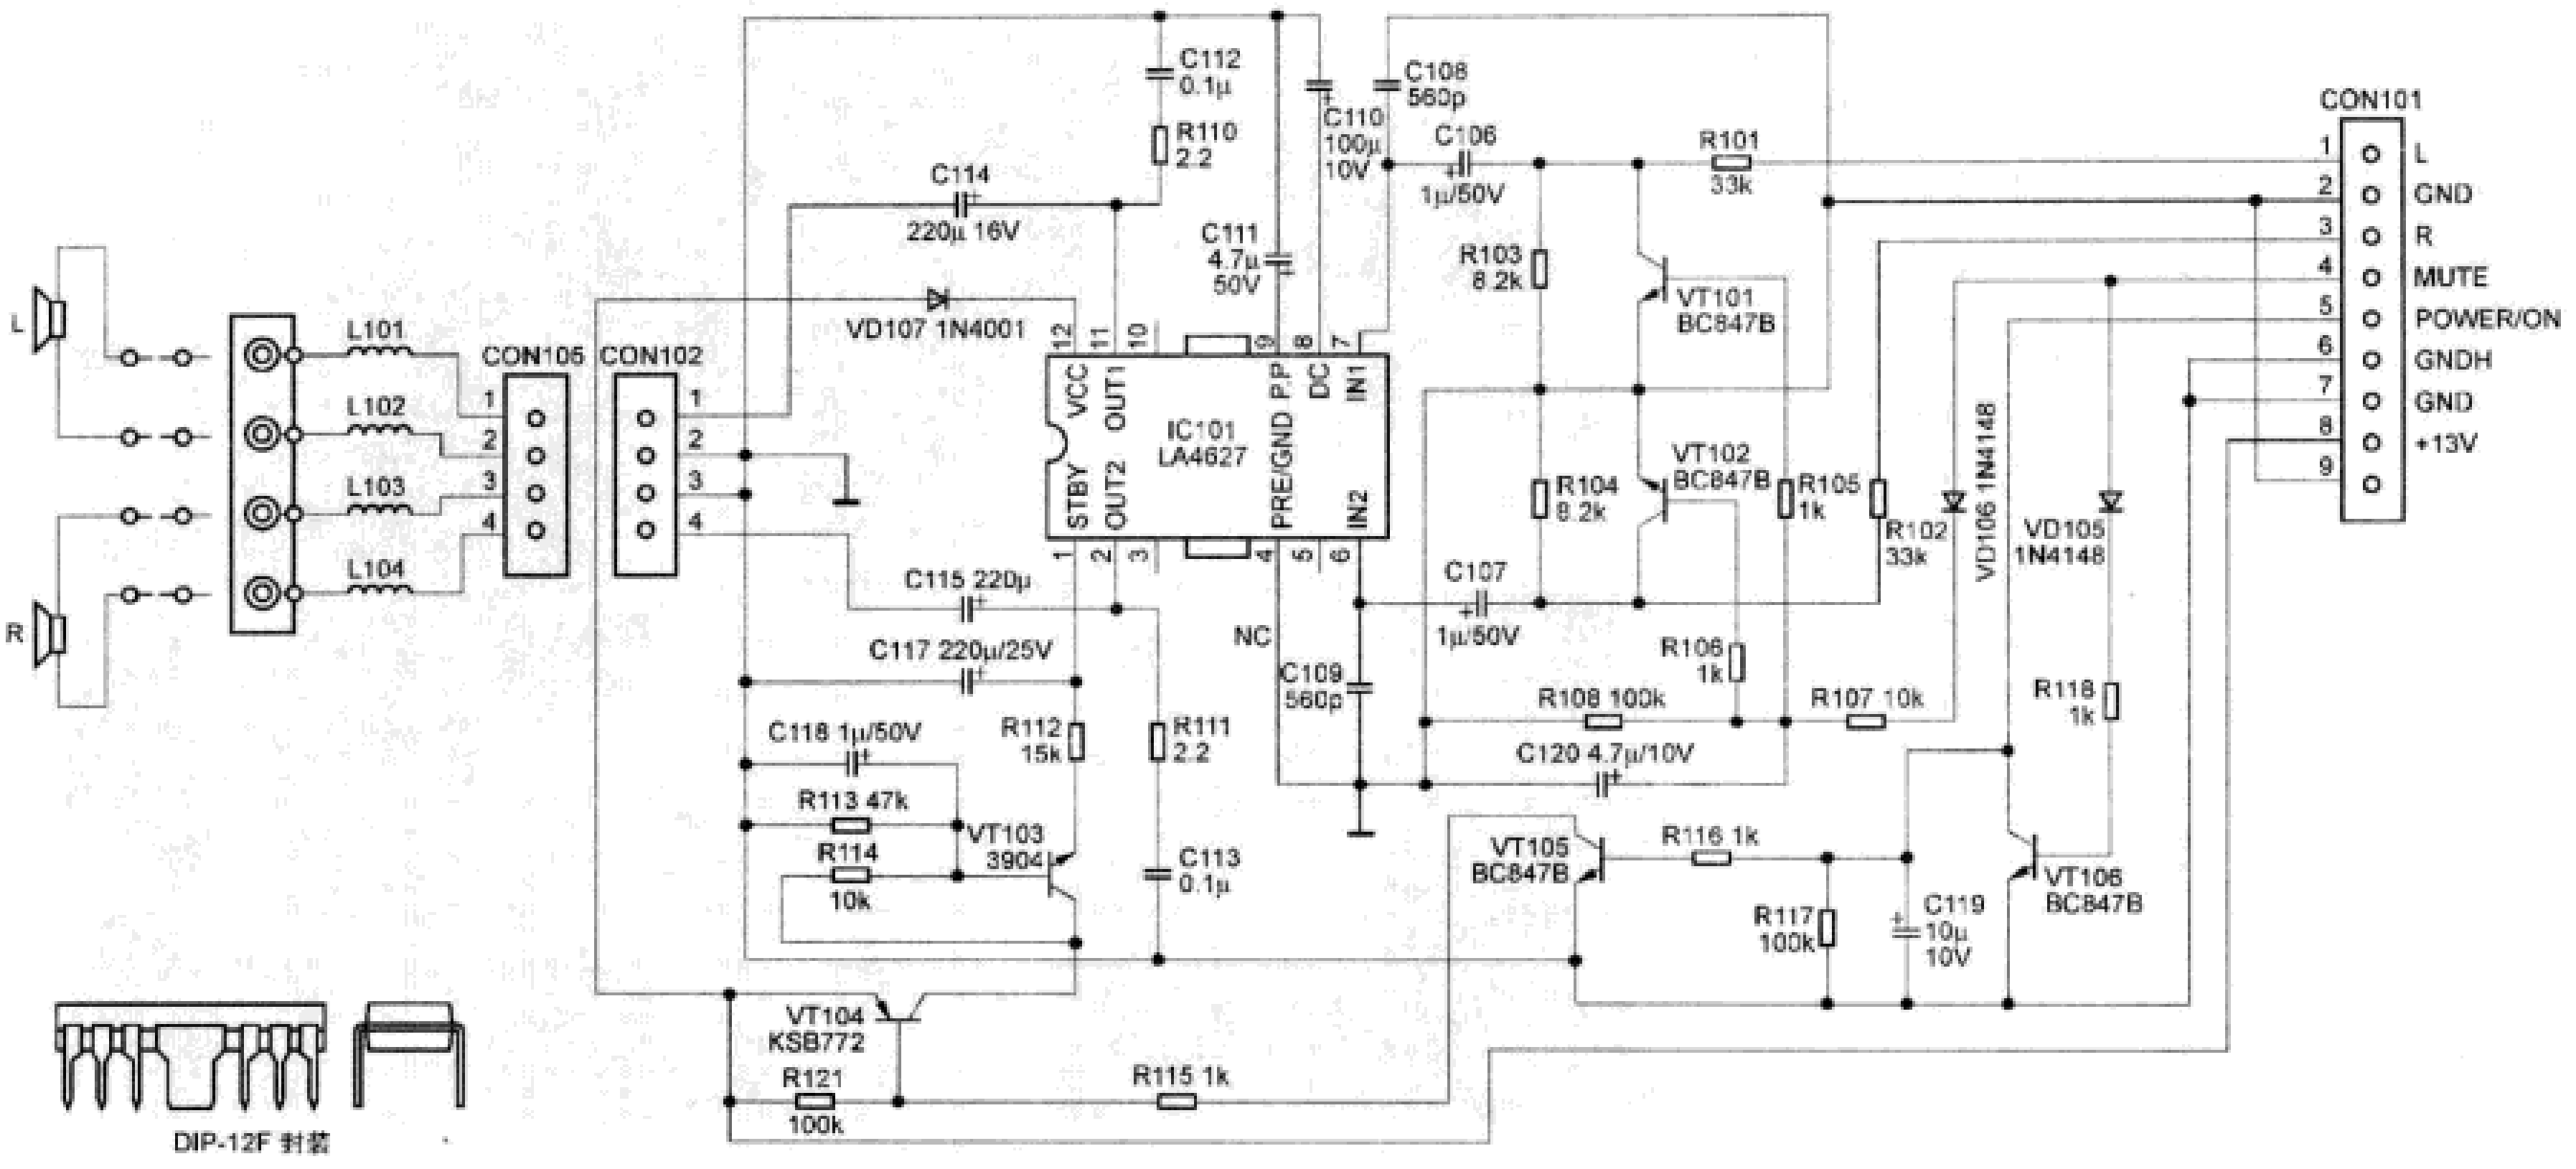
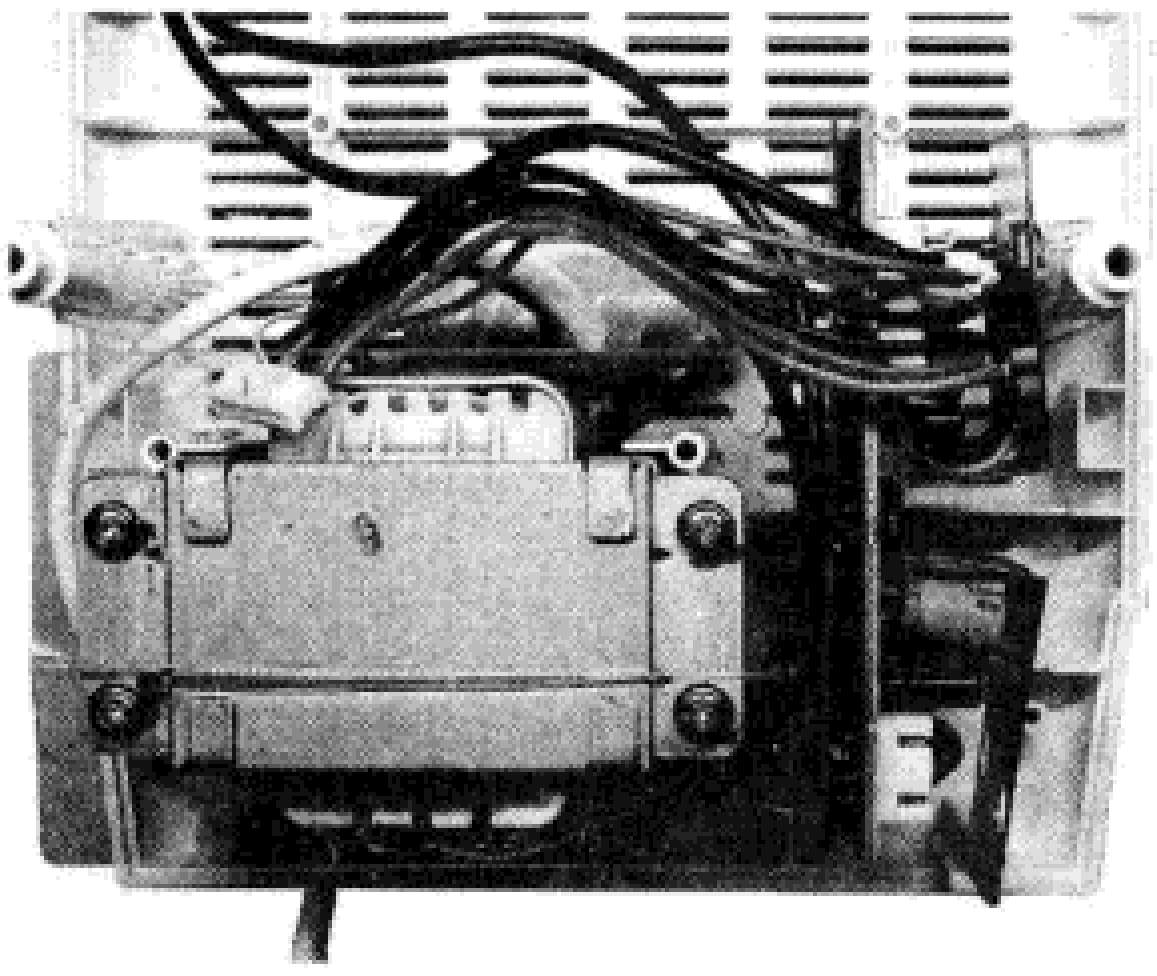
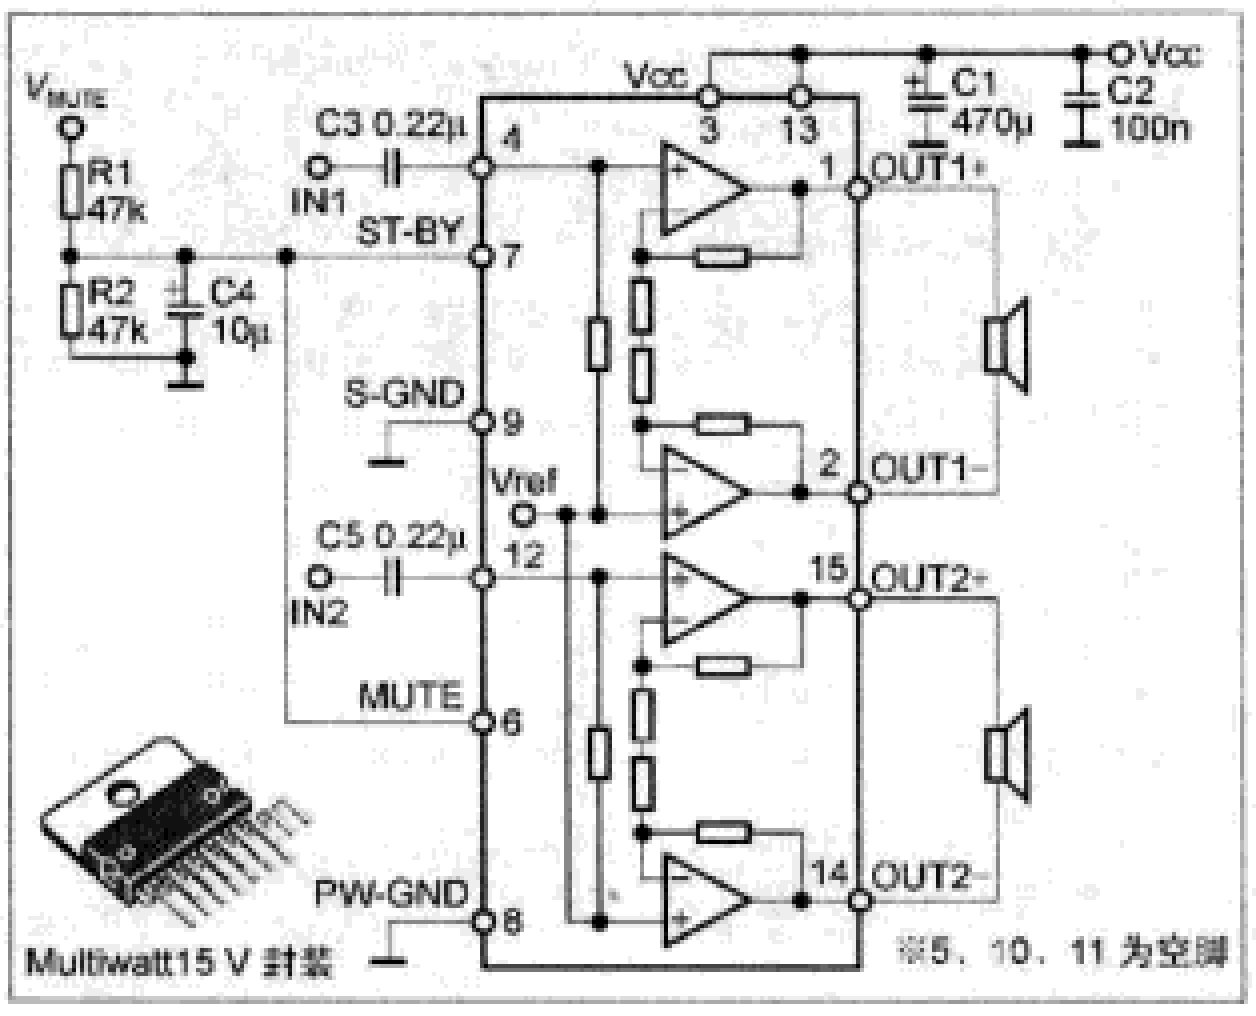
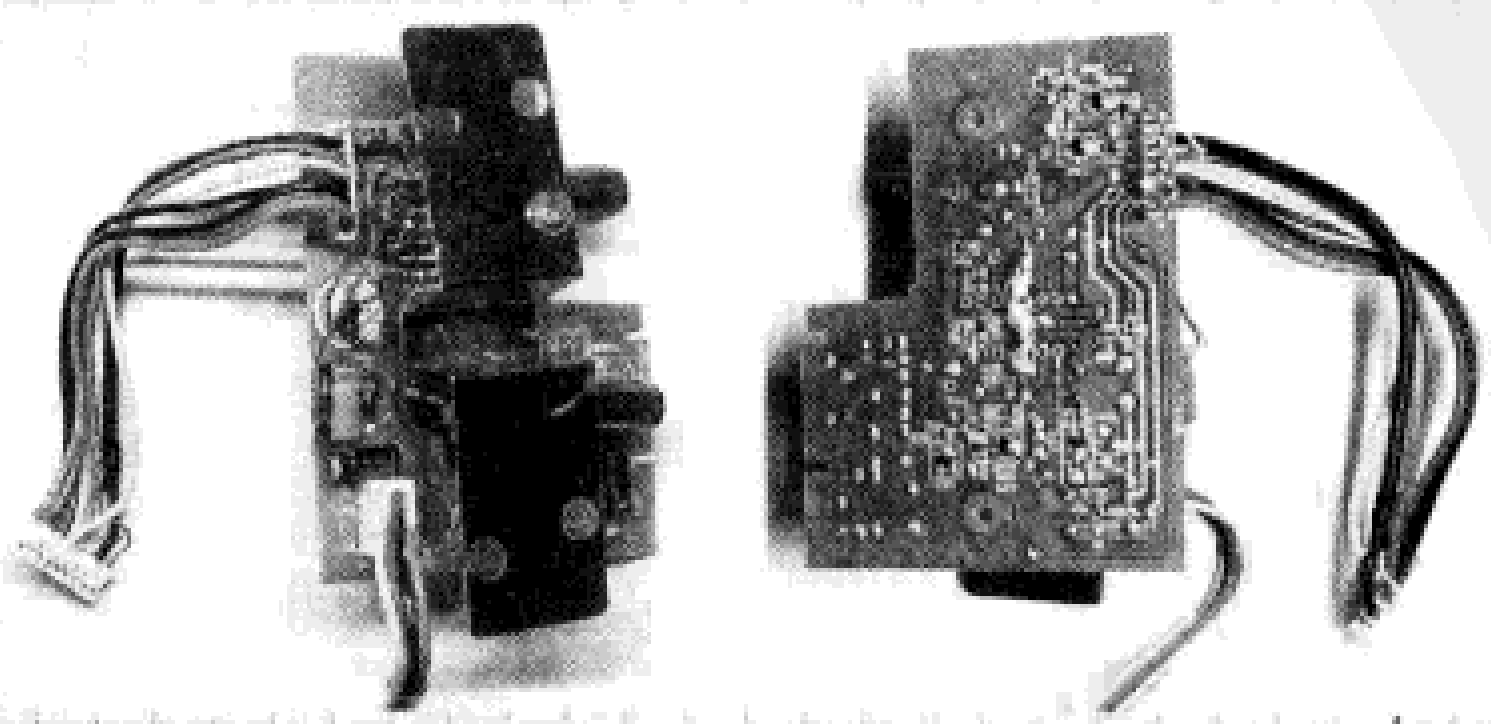

图6 由LA4627组成的功放电路
图7 功放部分增加的7812
图9 TDA7266的电路原理图
图10 换成TDA7266的功放板
MCM138D实际的功放电路如图6
静态试听时感觉底噪偏大，考虑到供电电压偏高，而LA4627的功耗又不大，于是决定增加一个7812，将LA4627改为稳压的12V供电，既可以降低底噪，又可以提高负载的使用范围并降低失真。因为12V供电条件下，原配的8Ω扬声器刚好可以获得约2W的功率，LA4627就不至于过载。改动的实物如图7所示，将一片STL7812固定到LA4627散热片的一侧边缘上，ST7812的引脚用3根引线引到VD107（见图6，下同）的两端，VD107去掉不用，接地线引到CON101的6、7脚接地端上。这样改动之后，底噪略微地降低，尤其是播放CD时，电机转动的电磁噪声几乎没有了。
更为重要的是，TDA7266的外围应用电路十分简单，几乎可以称得上免外围元件，如图9所示。
3. 用M3的螺丝、螺母将TDA7266固定到散热器上，参考图10。
4. 对照图6和图9，在LA4627原来所用的印制板上的合适位置加装粗细合适的短线，长度能方便地焊接到TDA7266引脚即可。因为是搭棚焊，引线应该柔软、容易弯折。具体方法如下：（1）将图6中的C120和C106改用CBB或者金属化纸介电容，笔者用的是后者，红色的国产品，个头够大，参见图10，C120、C106的负极位置，新换的电容仍然插入印版，正极位置悬空，直接焊接一根引线到TDA7266。（2）将图6中的CON101的2脚接图9中的TDA7266的9脚，CON101的6、7脚接图9中的TDA7266的8脚。（3）装回上文摩机时拆除的、图6中的VD107，但是只把正极引脚装回原来位置，负极悬空，分别引两根引线到TDA7266的3、13脚，同时在VD107的负极搭棚焊接一个470μF的电解电容和一个0.1μF的陶瓷电容，即图9中的C1、C2。0.1μF的电容是贴片形式的，直接跨接到470μF电容的两个引脚的根部位置。（4）对照图6，从LA4627的1脚位置引出V_{MUTE}，连接到图9所示的V_{MUTE}，拆除图6中的C110、C111，为图9中的R1、R2、C4提供安装位置。（5）拆除图6中的C114、C115。两者的负极位置分别引线作为图9中TDA7266的OUT1+、OUT2+；接着从CON101的6、7脚附近的位置分别断开CON102的2、3脚与地线的连接铜箔，然后将图6中的茹贝尔电路中的电阻电容（贴片元件，R110与R111、C112与C113）直接用短路线短接，这样原来的C114、C115的正极位置就与CON102的2、3脚连通了但是与地线是断开的。从C114、C115的正极位置引线，作为TDA7266的OUT1-、OUT2-。
6. 对照图9，将从印制板上的引出线逐一焊接到TDA7266的各个引脚上。
更换功放IC后的实物如图10所示，上电试听的结果是，距离音箱正前方10cm的位置，几乎听不到低频“哼”声，在距离扬声器30cm的位置，“沙沙”声也已经不可闻了。放几首熟悉的音乐试听，声音干净了许多，但是整体上觉得缺乏力度，有俗称的“脚软”的感觉。
仔细分析后感觉应该是推动不足的问题，因为TDA7266的增益比LA4266低很多，于是将图6中的R101、R102调换到R103、R104的位置，R101、R102的位置换成两个1kΩ的电阻。重新上电试听，给人的感觉是脱胎换骨的变化！当然是相对于LA4627而言，不要奢望经此摩机，就会变成一套Hi-Fi系统。功放换“芯”摩机到此结束。